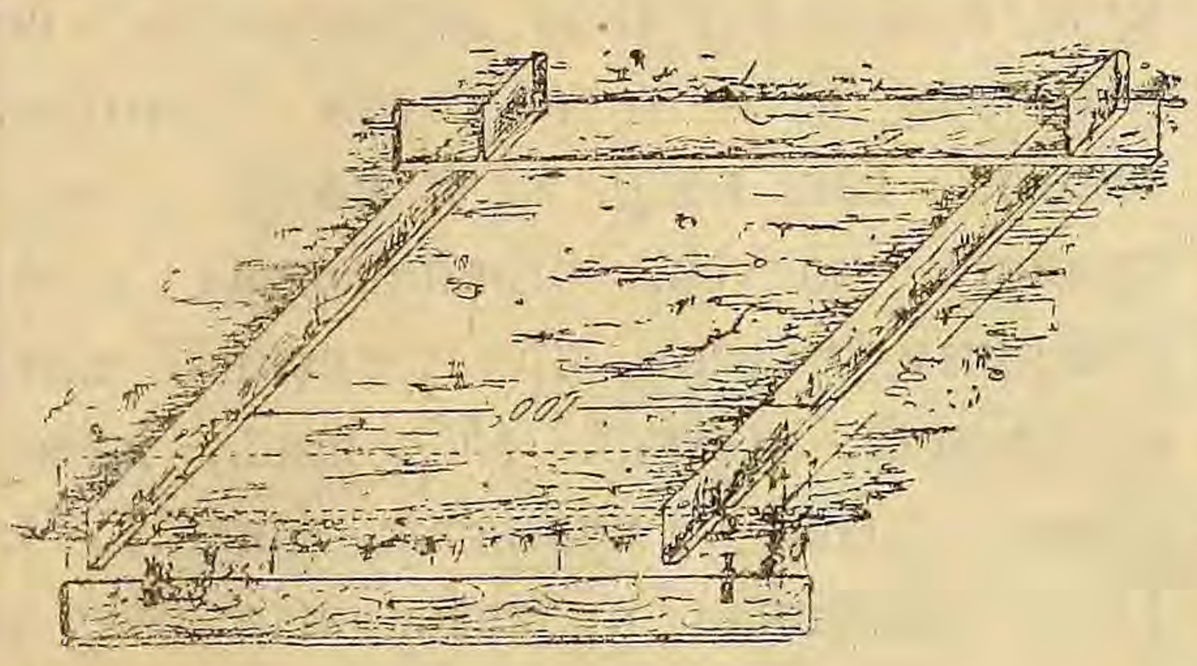
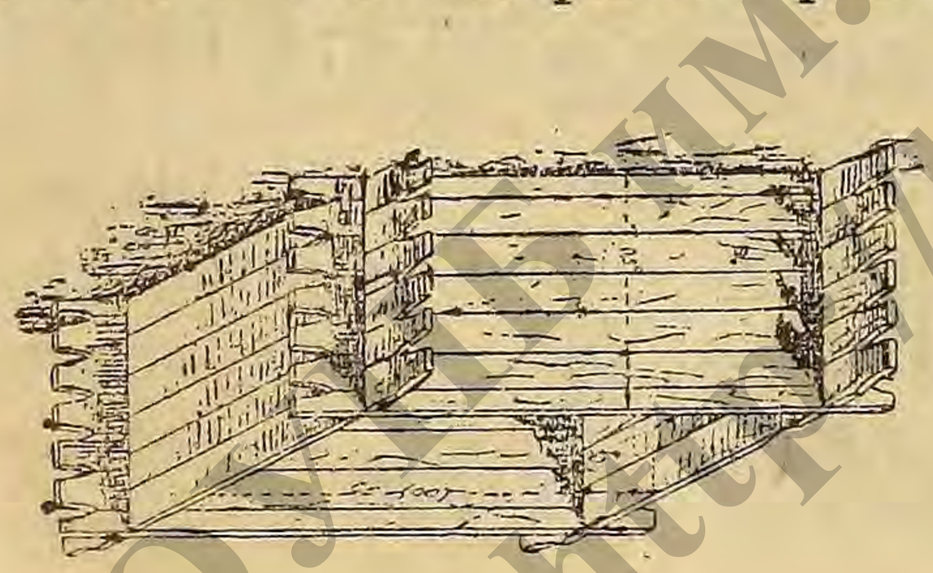

Рис. 173.
Рис. 174.
1) *Разборные ящики* определенной емкости. На рис. 173 показан ящик без дна, связанный из 4 досок. Такой ящик ставится на ровном месте и наполняется землею; затем его разбирают, ставят рядом и опять наполняют. Если ширина доски будет = 0,1 саж., а расстояние между досками 1 сажень, то, десять раз наполненный, этот ящик даст 1 куб. сажень земли. Разборный ящик можно сделать и большей емкости, нарубая последовательно один ряд досок на другой, как нарубают стены бревенчатых изб. На рис. 174 и 175 изображена разбор-